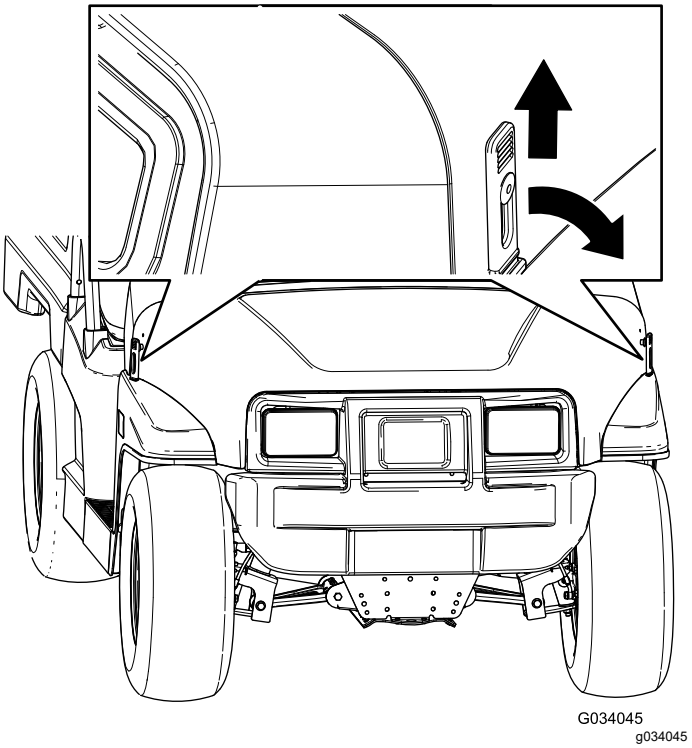

**Figuur 23**
1. Til de handgreep van de rubberen grendels aan weerszijden van de motorkap op (Figuur 23).
2. Bevestig de motorkap door de rubberen grendels uit te lijnen met de grendelbevestigingen aan weerszijden van de motorkap (Figuur 23).